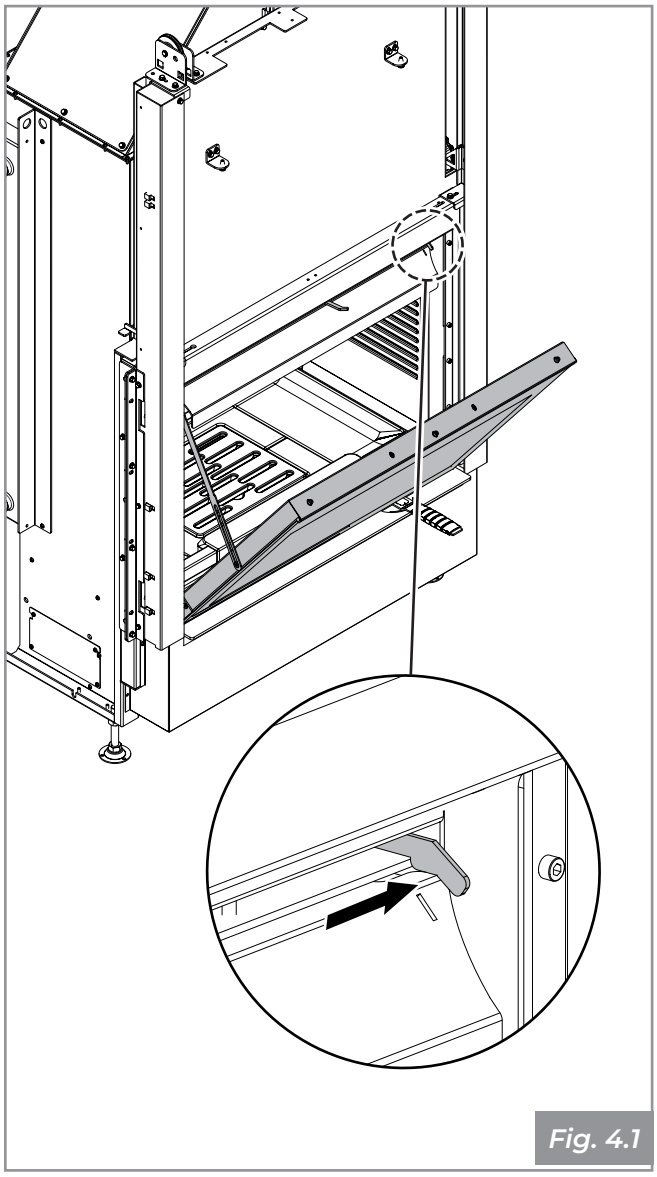

Fig. 4.1
2. Regule el aire de limpieza del vidrio (completamente abierto) como se muestra en la **Fig. 4.1**.